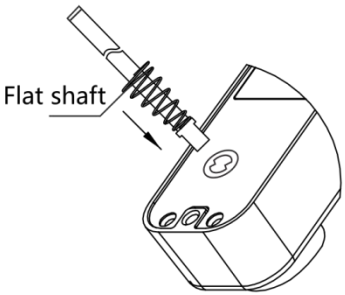

FIG7D
3) Włóż jeden koniec płaskiego wału ze sprężyną blokującą do okrągłego otworu zamka panelu przedniego (jak pokazano na rysunku). Rys. 7D)